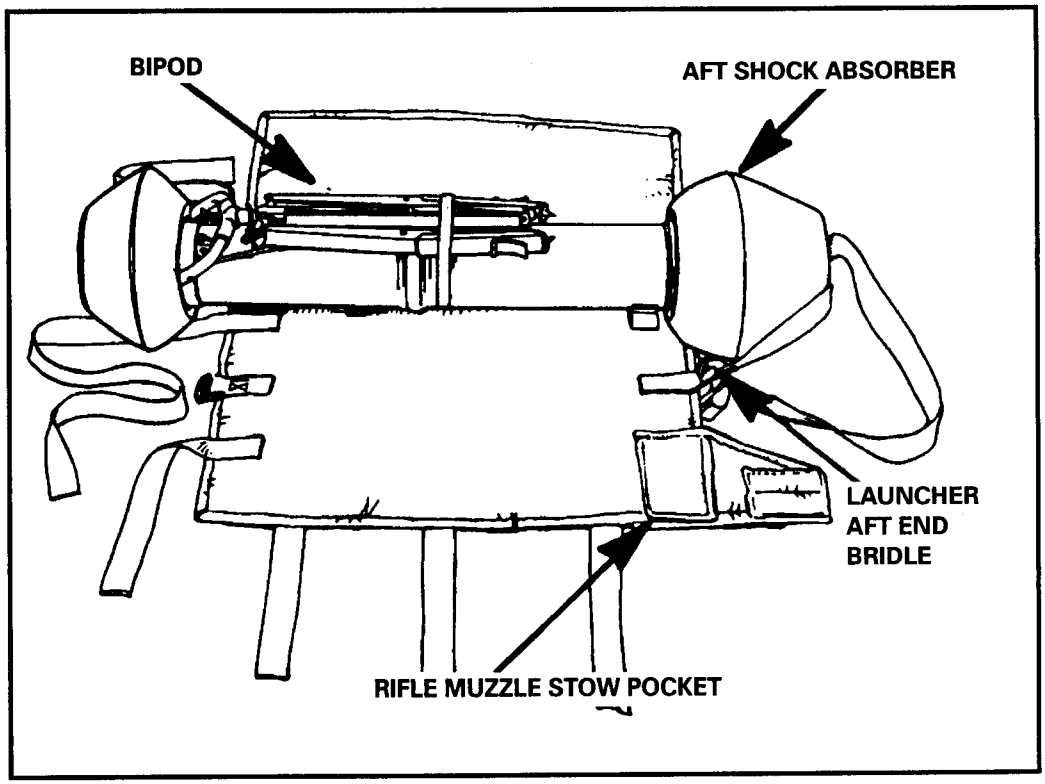

Figure 12-31. Missile being positioned.
(1) Place the pack with the felt side of the pack body facing up and extend all straps.
(2) Position the missile in the pack with the biped facing up (Figure 12-31, page 12-38).
(3) Fit the aft shock absorber (large end) into the launcher aft end bridle of the jump pack.